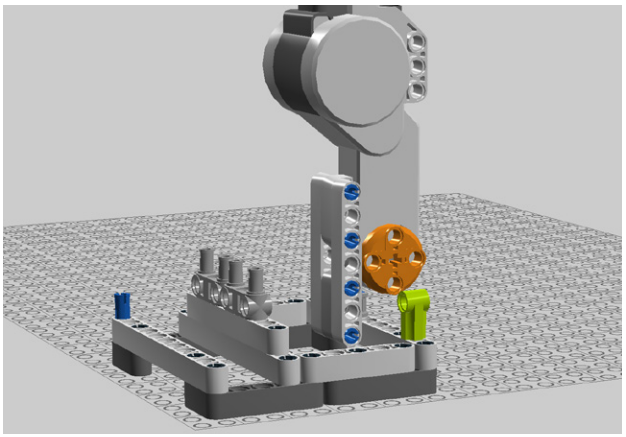

Figure 9-95. *Step 90: Adding the angle element*
90. On the other cross connector, add a 0-degree angle element (Figure 9-95).